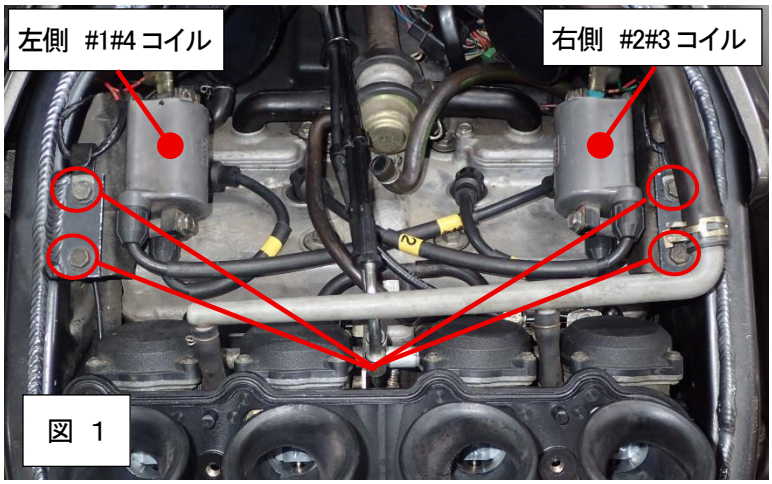

図 1
①シート、右サイドカバー、ガソリンタンク、エアクリーナーASSY を外しノーマルイグニッションコイル(ステー付)、イグナイタユニットを取外して下さい(図1、2)。ノーマル部品の脱着はサービスマニュアルを参照してください。